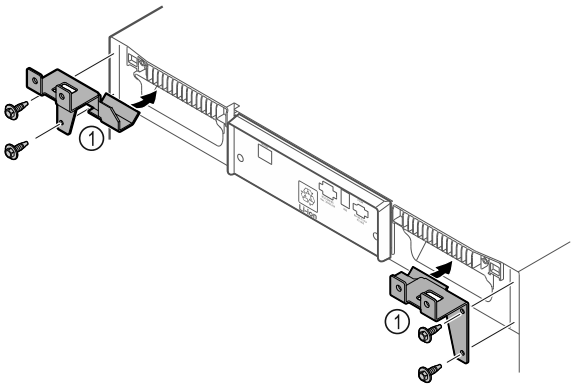

Fig. 51
▶ Montați părțile de susținere *Fig. 51 (1)* pe aparat cu șuruburile autofiletante.